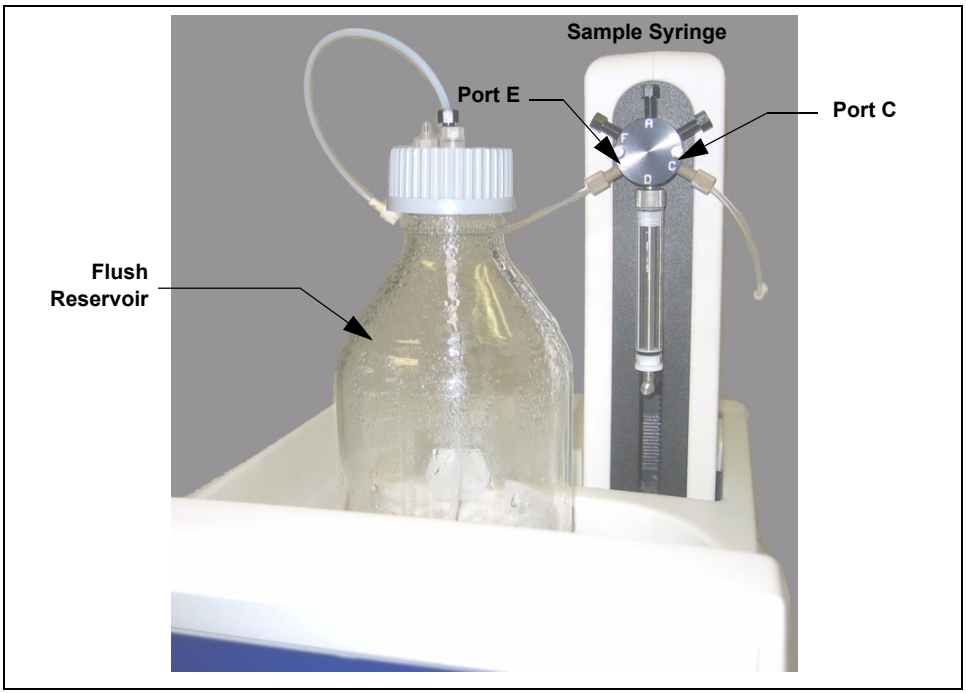

Figure B-19. Syringe Connections
3. Connect the sampling needle assembly line to port C (see Figure B-19).
5. Connect the line that extends from the flush reservoir cap to the line connected to port E (see Figure B-19).